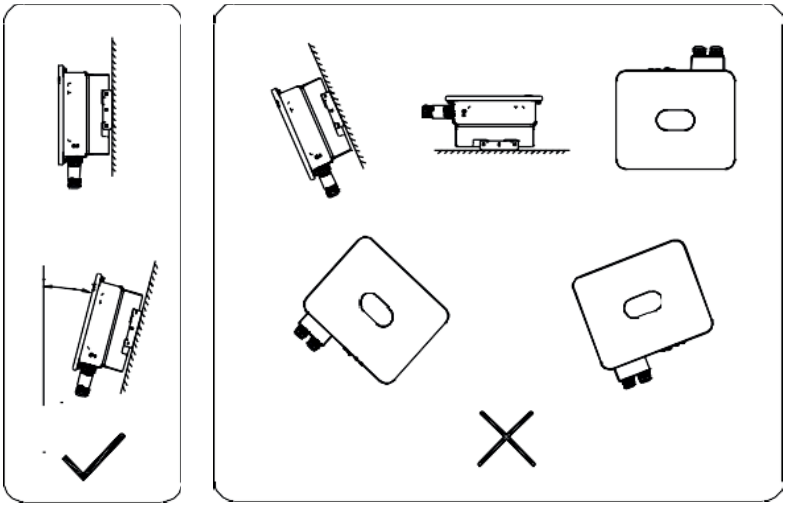

Рис. 4.6. Место установки ИБП
4. Монтажная поверхность должна быть вертикальной (см. рис. 4.6). Установите ИБП вертикально или с наклоном назад на ≤15°, чтобы обеспечить рассеивание тепла. Наклон вперед, горизонтальное или перевернутое положение, наклон назад >15° и боковой наклон не допускаются.